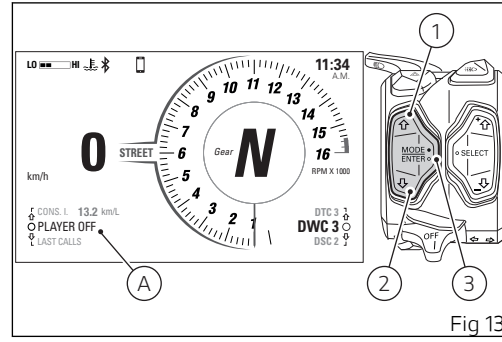

Fig 13
If the music player control is set to “OFF” (Fig 13), press the ENTER button (3) to activate it.
The function is then shown as “PLAYER OFF” (Fig 13).